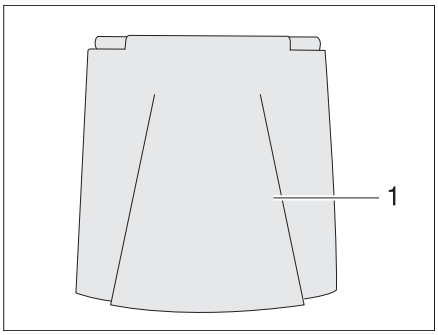

Fig. 32 External flap 240 V connection
- Swivel the external flap (Fig. 32,1) upward.
- Swivel the external flap (Fig. 32,1) downward and press it shut.